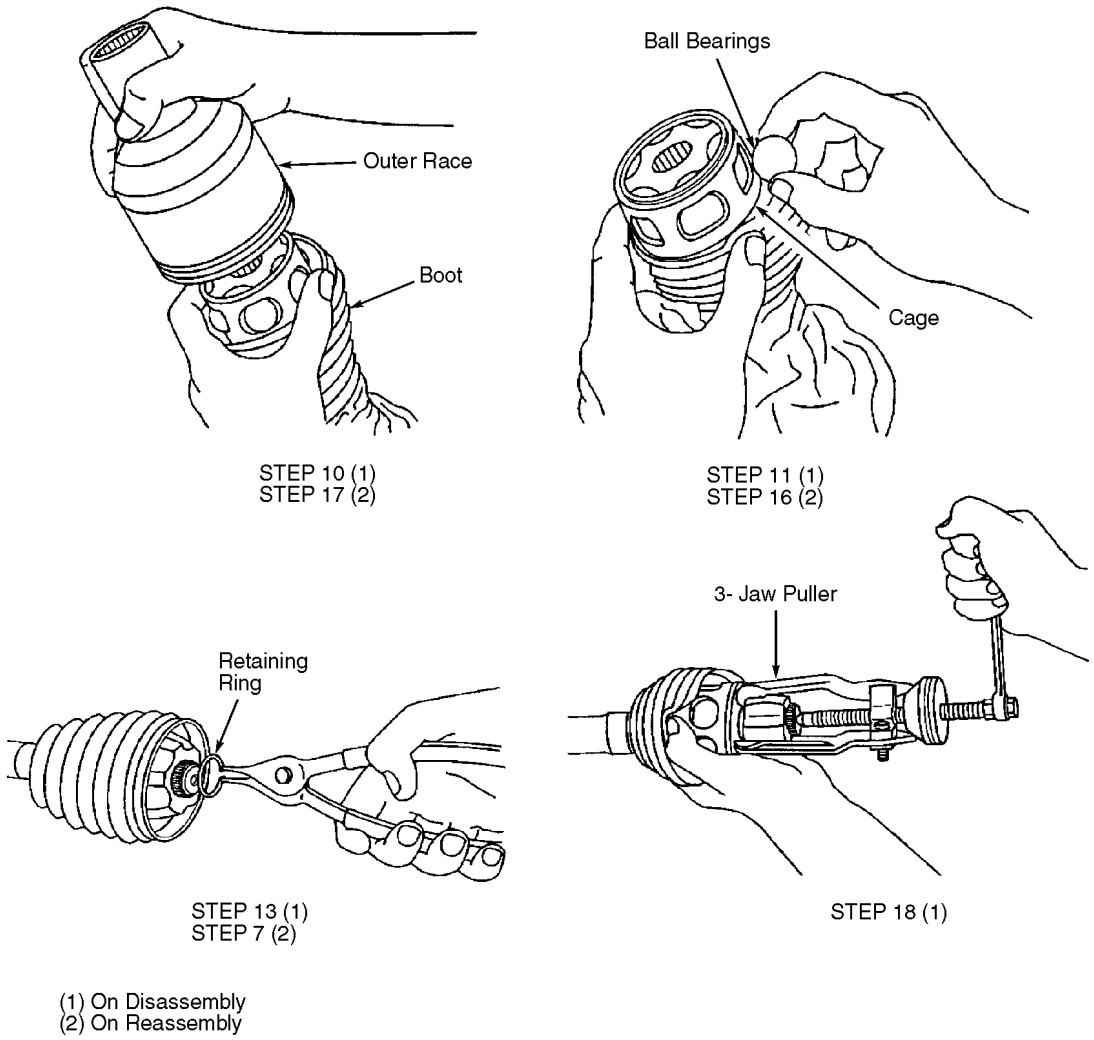

Fig. 9: Disassembling Axle Shaft Inner Joint
10. Remove the outer race from the axle shaft. See **Fig. 9** .
11. Remove any remaining balls from the cage and inner race. See **Fig. 9** . Remove any balls caught by the boot.
13. Remove the outer race retaining ring from the axle shaft. See **Fig. 9** .
18. Remove the inner race from the axle shaft using a 3 jaw puller. See **Fig. 9** .
7. Install the snap ring to the axle shaft. See **Fig. 9** .
16. Install the balls through the cage windows to the inner race ball tracks. See **Fig. 9** . Use the boot to keep the balls in position if necessary.
17. Install the outer race onto the axle shaft. See **Fig. 9** .